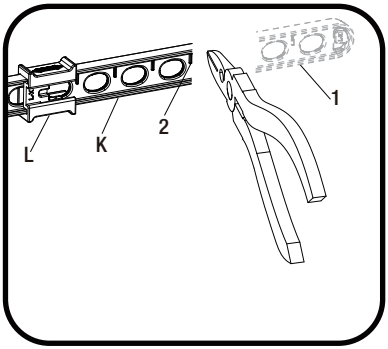

Fig. 2
- ☐ Una vez que hayas identificado el orificio correspondiente en la correa de la varilla de elevación (K), necesario para tu instalación, puedes recortar la porción inferior (1) de la correa de la varilla de elevación (K) partiendo con alicates o cortando con una sierra en el punto de corte (2), como se muestra en la Fig. 2. Asegúrate de que la presilla (L) no se salga de la correa de la varilla de elevación (K).